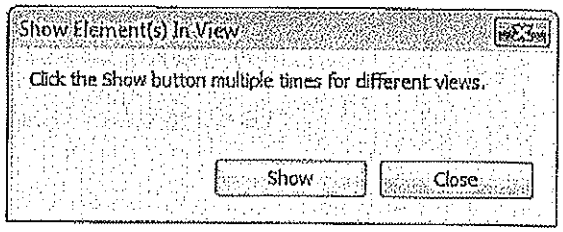

Figure 6–65
- In the System Browser, if you right-click on a space or zone and select **Show**, the software zooms in on the selected elements. If there is more than one view in which the space can be displayed, the Show Element(s) in View dialog box opens as shown in Figure 6–65.